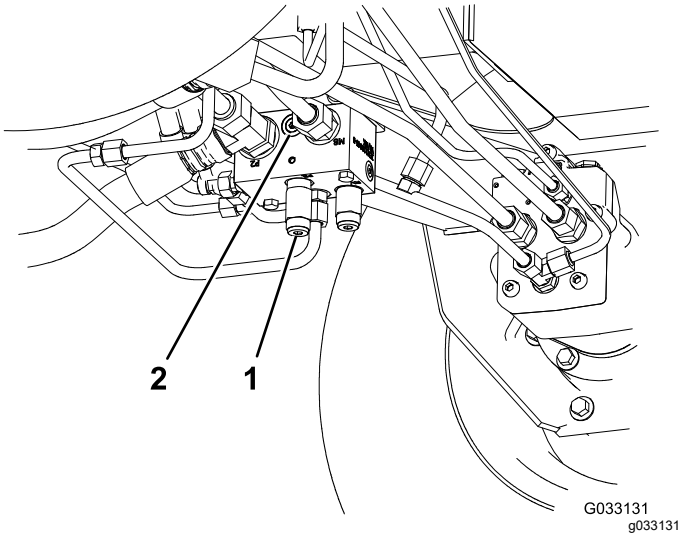

Figuur 75
- Toro onderdeelnr. 95-0985, koppelingfitting (2)
- Toro onderdeelnr. 340-77, hydraulische fitting (2)
1. Monteer een diagnosefitting op de ongemerkte poort tussen poorten M8 en P2 op het achterste tractieverdeelstuk (Figuur 75).